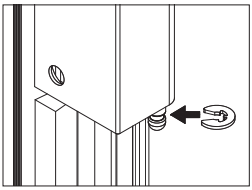

Abb. 5: Scharnierfett einfetten und Sicherungsscheine einstecken
7. zu Abb. 5: Fetten Sie die Scharnierstifte leicht ein und stecken Sie die Sicherungsscheibe auf.